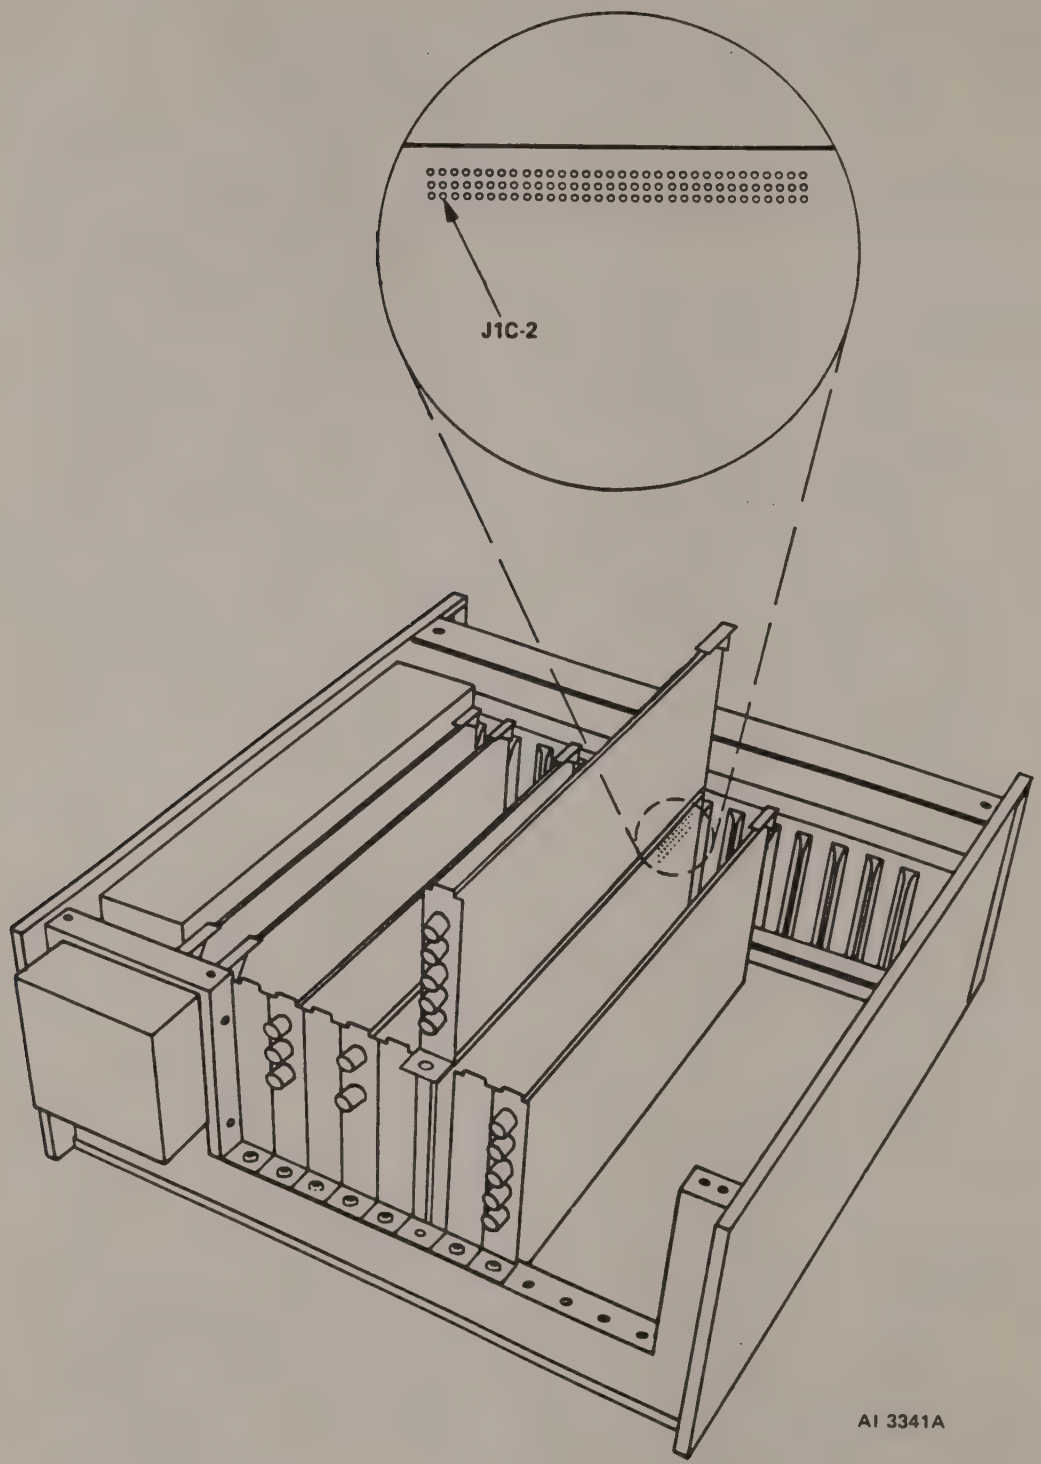

Figure 3.30. Voltage Checkpoints
3. Check for supply voltages of +5 volts dc at connector J1, row C, pin 2, see Figure 3.30.